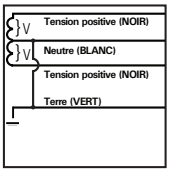

Figure 1
- A = 120/240 V, 1Ø, 3F (Fig 1)
A = 120/240 V, 1Ø, 3F (Fig 1)